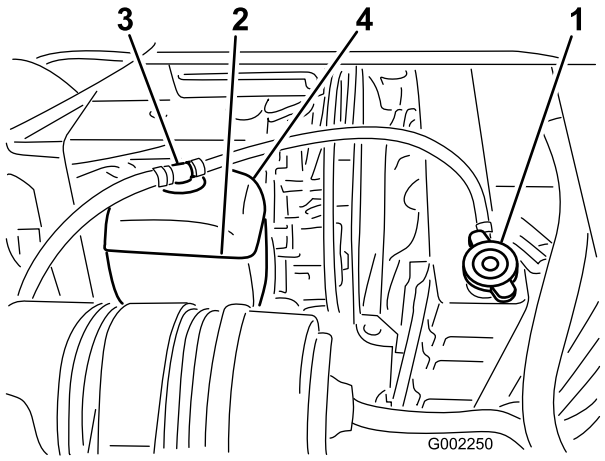

Bild 54
2. Nehmen Sie den Kühlerdeckel ab, wenn der Motor kalt ist (Bild 54).